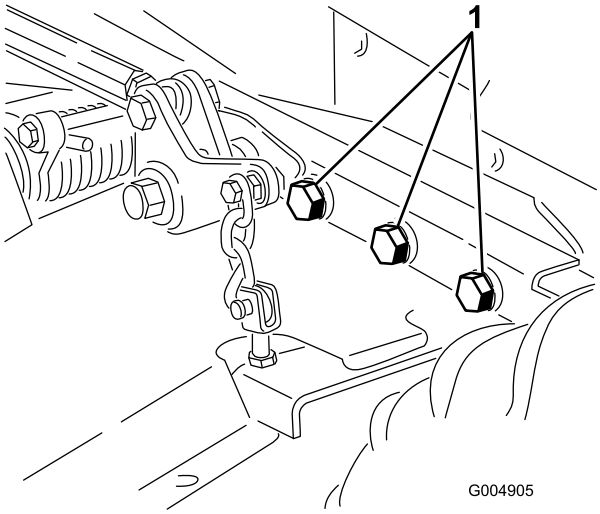

Figuur 66
4. Controleer of alle bevestigingen vastzitten; zet ze vast indien nodig. Controleer in het bijzonder de 6 bouten waarmee het frame van het maaidek is bevestigd aan de tractie-eenheid (Figuur 66). Draai deze vast met een torsie van 359 Nm.